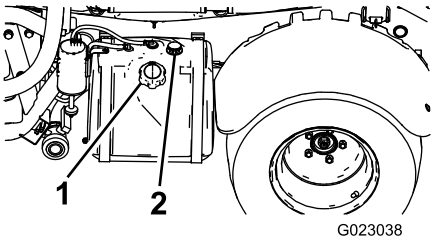

**Figur 12**
2. Rengør området omkring brændstoftankens dæksel (Figur 12).